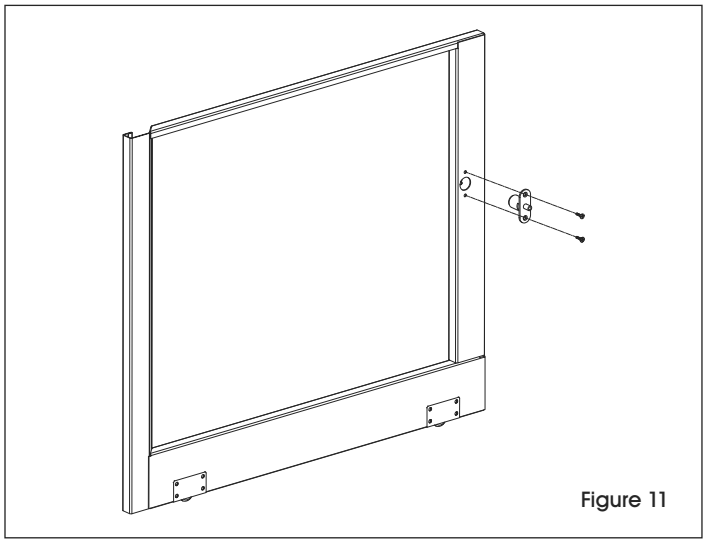

Figure 11
12. Alignez les trous de boulons de l'intérieur de la porte et poussez la serrure à travers le trou. Fixez la serrure à la porte à l'aide d'un tournevis cruciforme et de deux petits boulons cruciformes. (Voir Figure 11)